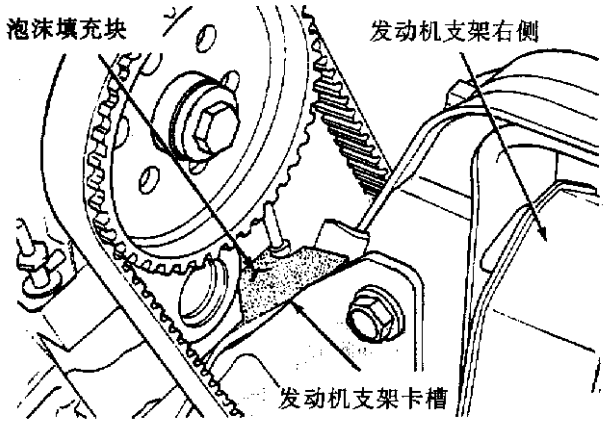

图 3－21　泡沫填充块位置
(15)阀正时检查(正时皮带盖的安装)。当第一缸在 TDC 位置时，链轮小孔应位于正时皮带盖孔的中央(见图 3－19)。若孔的校正线不正确，则重新按有关程序调整。